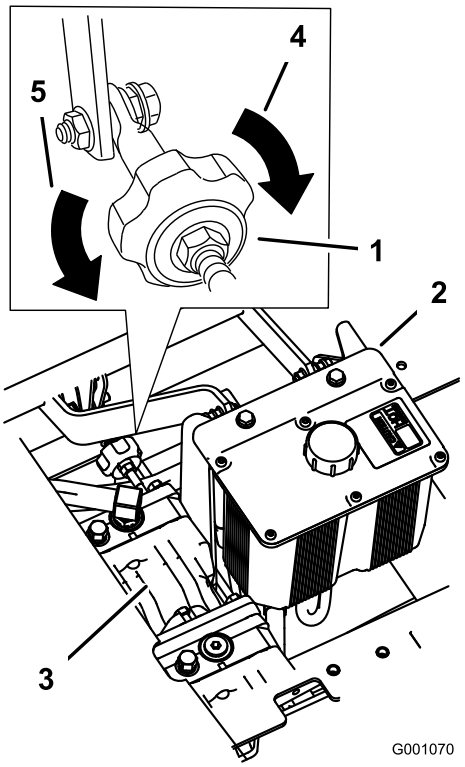

Figuur 57
4. Als de machine naar links trekt, draait u de knop naar de rechterkant van de machine. Zie Figuur 57.
5. Als de machine naar rechts trekt, draait u de knop naar de linkerkant van de machine. Zie Figuur 57.